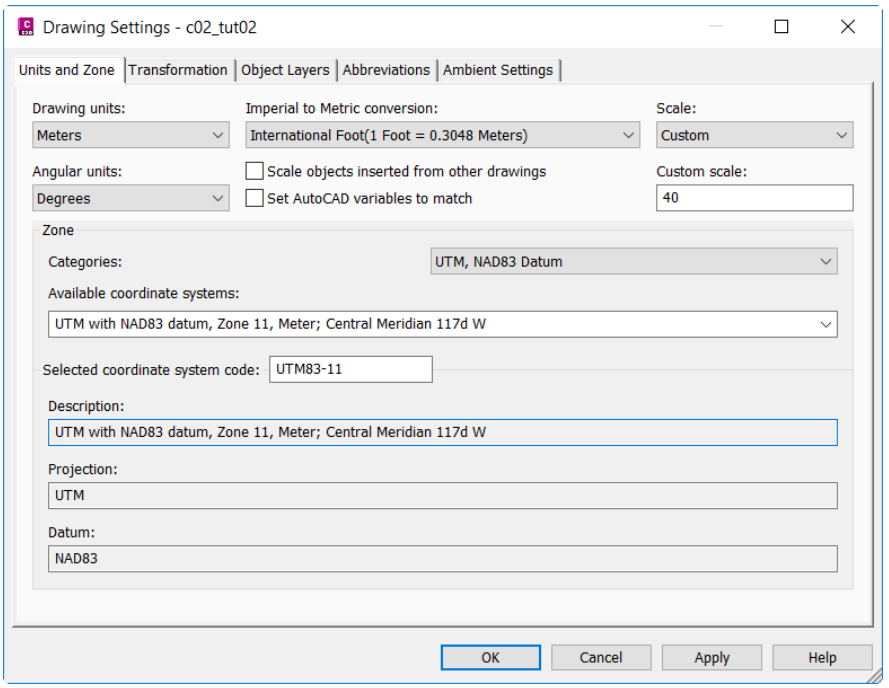

Figure 2-66 *The* ***Units and Zone*** *tab of the* ***Drawing Settings*** *dialog box*
5. In the **Units and Zone** tab of the **Drawing Settings** dialog box, refer to Figure 2-66, ensure the settings as follows: